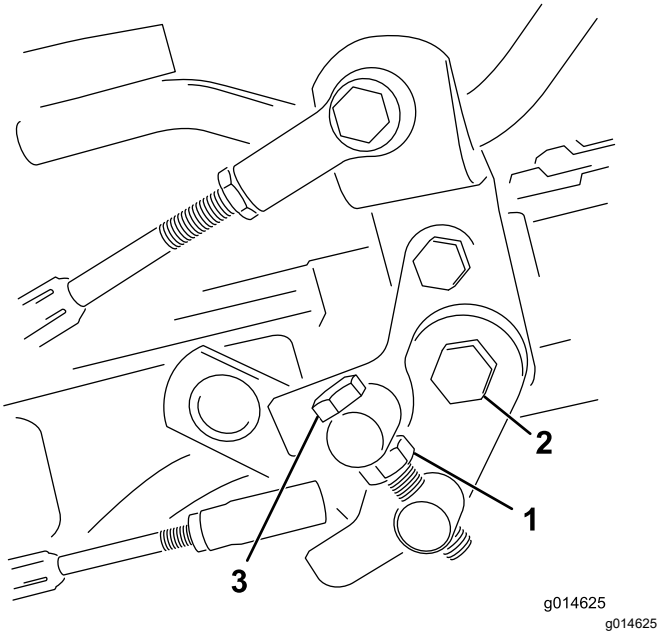

Figur 45
1. Løsn kontramøtrikken på trækbøjlen (Figur 45).
4. Tilspænd kontramøtrikken på tappens maskinskrue og møtrikken på pedalens drejetap for at låse justeringen (Figur 45). Kontroller justeringen, og juster som påkrævet.